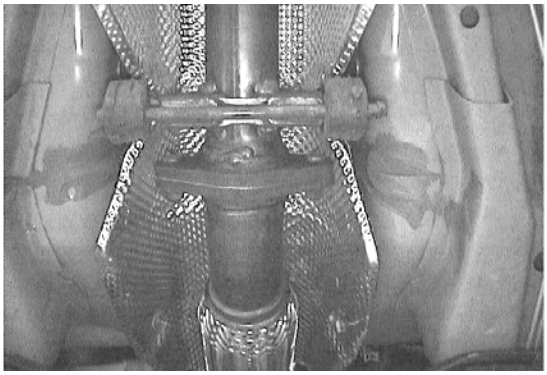

**Figure 3**
4. Unbolt the flange shown in figure 3 connecting the front muffler/pipe assembly to the catalytic converter.